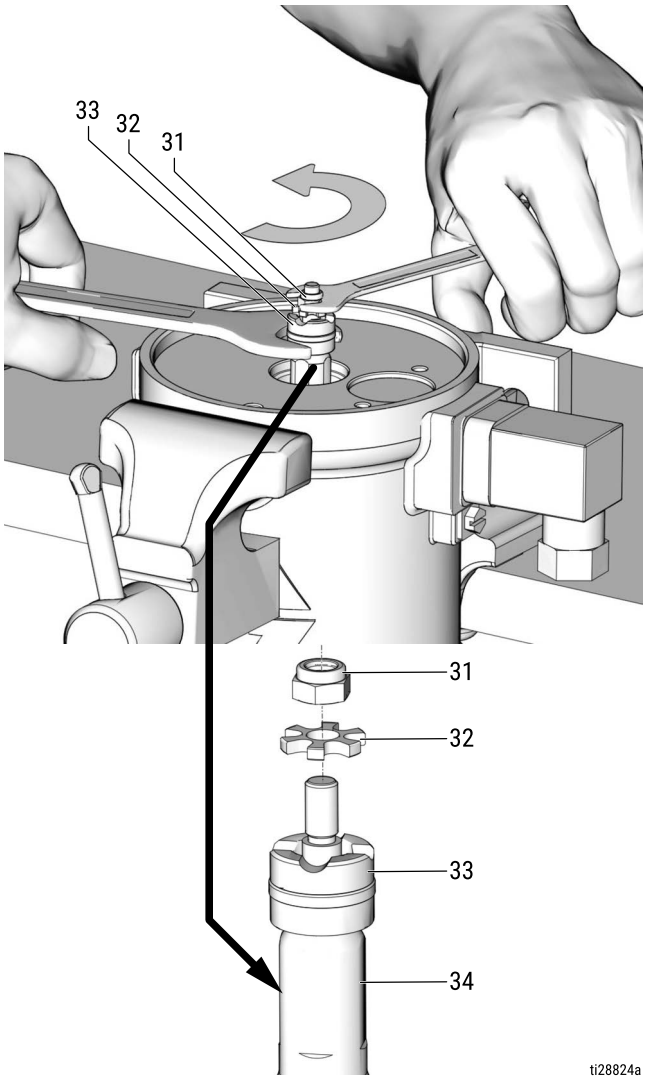

FIG. 18
15. Secure a wrench on the flats of the piston rod (34). Use a second wrench to remove the lock nut (31) and star washer (32) from the top of the piston (FIG. 18).